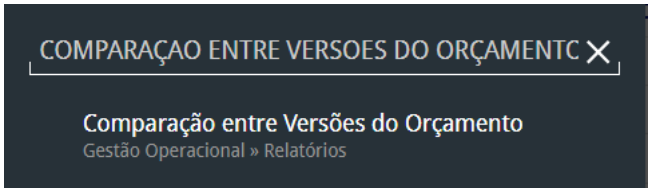

Figura 408: Caminho
2. Digite **Comparação entre versões do orçamento** na barra de pesquisa (Figura 408) e selecione o resultado correspondente.